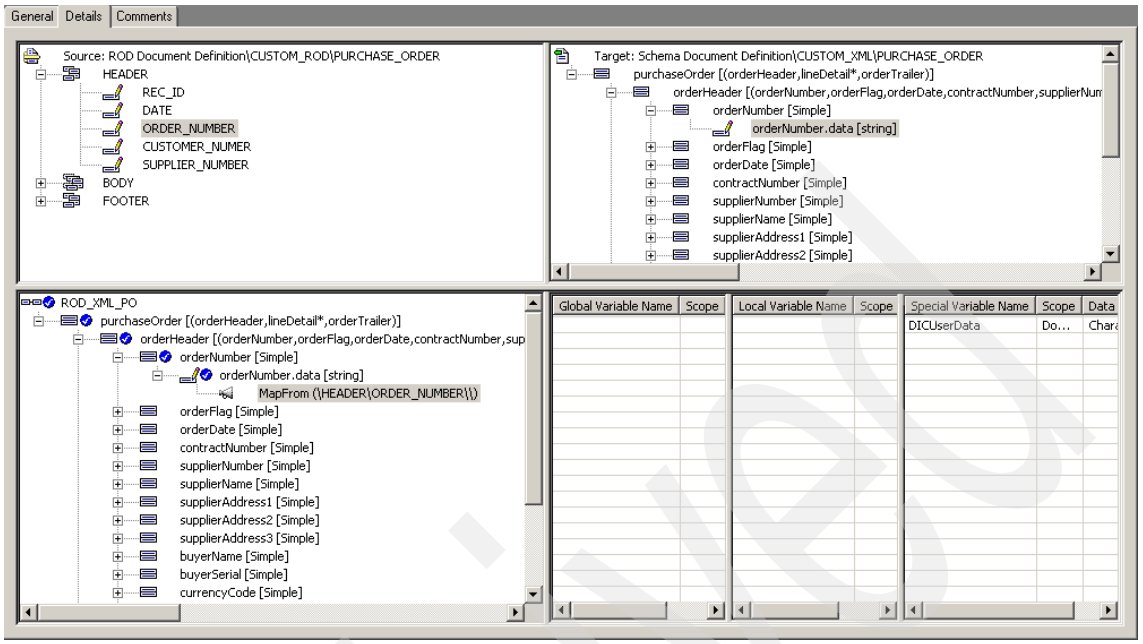

Figure 15-27 Mappings
2. Drag the source field ORDER_NUMBER and drop it onto its corresponding target element orderNumber. The results of this simple drag and drop action are shown in the Mapping Command window. Essentially, we have created a MapFrom() function (Figure 15-27 on page 496).